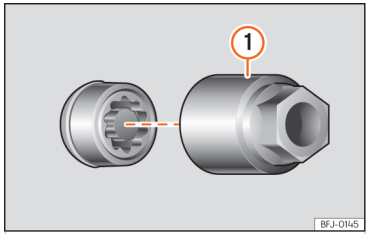

Abb. 248 Diebstahlhemmende Radschraube mit Abdeckkappe und Adapter.
- Setzen Sie den Spezialadapter ››› (Abb. 248) ① (Bordwerkzeug ››› S. 350) bis zum Anschlag in die diebstahlhemmende Radschraube ein.